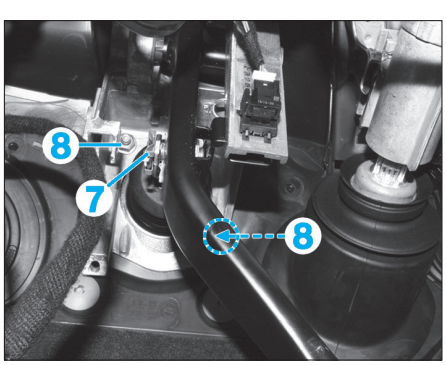

Fig. 28
- l'agrafe de sécurité (7) et extraire l'axe de pédale de frein **(Fig.28)**,
- les écrous (8).